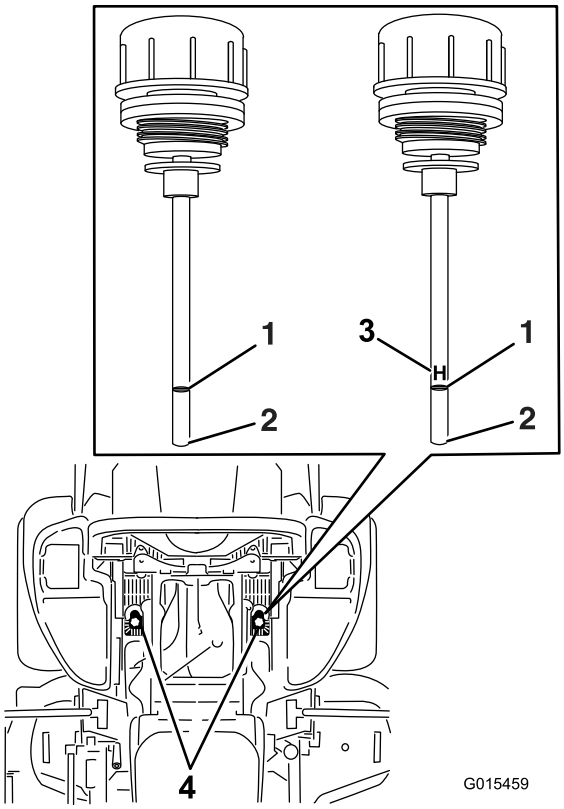

**Figur 82**
6. Rengør området omkring målepindene i hydrauliksystembeholderne (Figur 82).
7. Tag en målepind ud af hydraulikbeholderen (Figur 82).
9. Tag målepinden ud, og se på enden (Figur 82). Hvis oliestanden er ved påfyldningsmærket, skal der langsomt påfyldes nok olie ned i hydraulikbeholderen til at oliestanden hæves til linjen for fuld eller **H**.